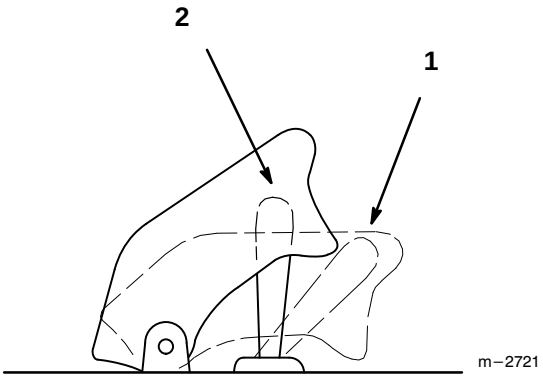

Figure 16
3. To engage lift cover and move the PTO switch to the “ON” position (Fig. 16).
1. Closing the cover moves the PTO switch to the “OFF”position (Fig. 16).